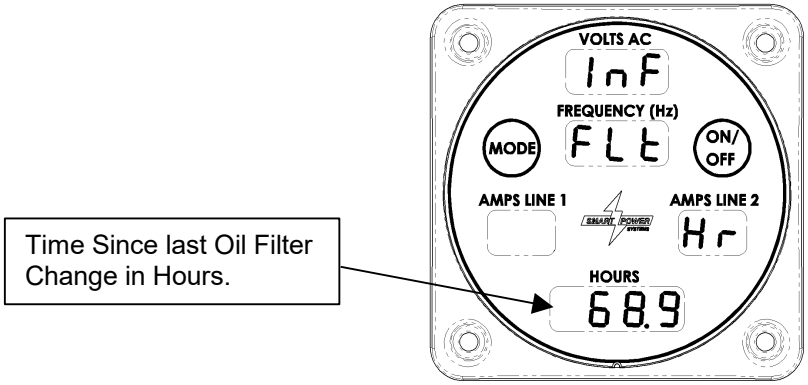

Figure 21 – Oil Filter Run Time Display
d. Pressing the Mode switch a fourth time will cause the amount of time since the oil filter was last changed to be displayed in the hours field as seen in Figure 21.